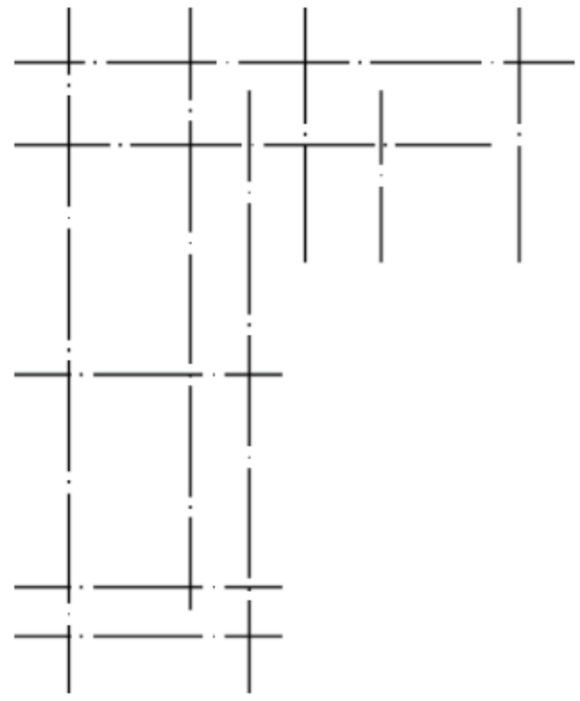

图 2-14 轴线图
(1) 打开“源文件”中的“轴线图”,如图 2-14 所示。
打开源文件中的“正交轴网”，利用“轴网标注”对话框，选择“双侧标注”“单侧标注”标注开间、进深和轴号，结果如图 2-14 所示。